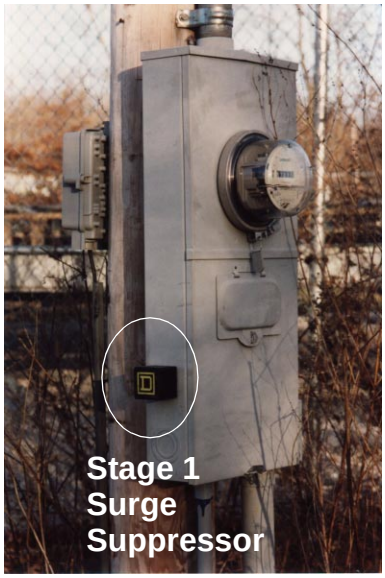

Figure 2-20 Typical Profiler Site AC Power Service Disconnect
1. Locate the service disconnect box and turn off the main breaker (see Figure 2-20).